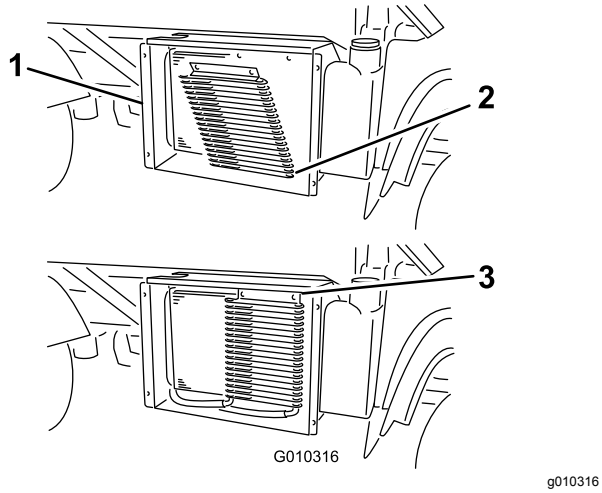

**Bild 53**
6. Drehen Sie die Riegel und den Ölkühler (falls vorhanden) vom Kühler weg (Bild 53).